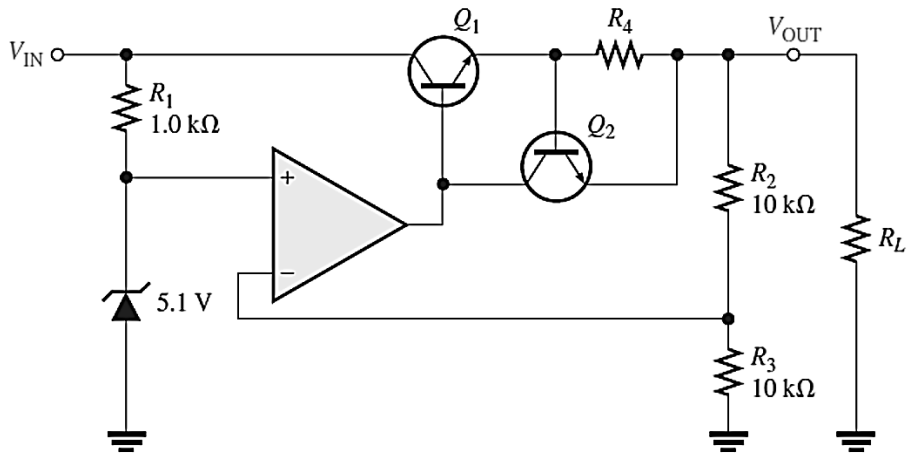

Figure 2: Series regulator with constant current limiting
If an excessive amount of load current is drawn through the above regulator, the series-pass transistor can be quickly damaged or destroyed. Therefore, it is necessary to use some type of excess current protection in the form of a current-limiting mechanism. Figure 2 shows a circuit diagram of a basic op-amp series voltage regulator with the constant current limiting mechanism.
8. Remove the power supply and reconnect the regulator circuit with the constant current limiting mechanism, as shown in Figure 2.
3. Explain the constant current limiting mechanism of the circuit shown in Figure 2.